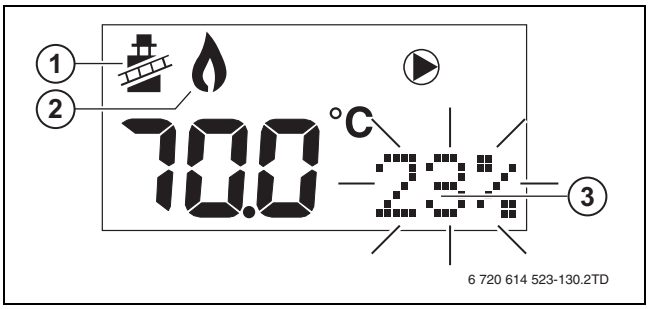

Afb. 44 Voorbeeld display cv-vermogen bij CW3
- ▶ Stel het cv-vermogen (→ afb. 44, [3]) met de pijltoets omlaag ⓥ in op de minimale waarde (laaglast).
- ▶ Meet op het meetpunt voor rookgassen het koolmonoxidegehalte (CO).
- ▶ Stel het cv-vermogen (→ afb. 44, [3]) met de pijltoets omhoog ⓐ in op de maximale waarde (vollast).